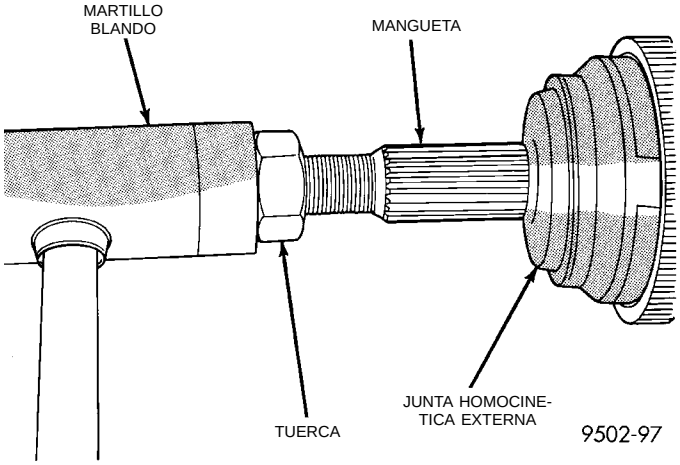

Fig. 48 Instalación de la junta homocinética externa en el eje de interconexión
(2) Alinee las estrías del eje de interconexión con las de la cruceta del conjunto de junta homocinética externa y comience a colocar la junta homocinética externa sobre el eje de interconexión.
(3) Instale el conjunto de junta homocinética externa sobre el eje de interconexión con el empleo de un **martillo blando** para golpear suavemente el extremo de la mangueta (con la tuerca instalada) hasta que la junta homocinética externa se haya asentado completamente en el eje de interconexión (Fig. 48).